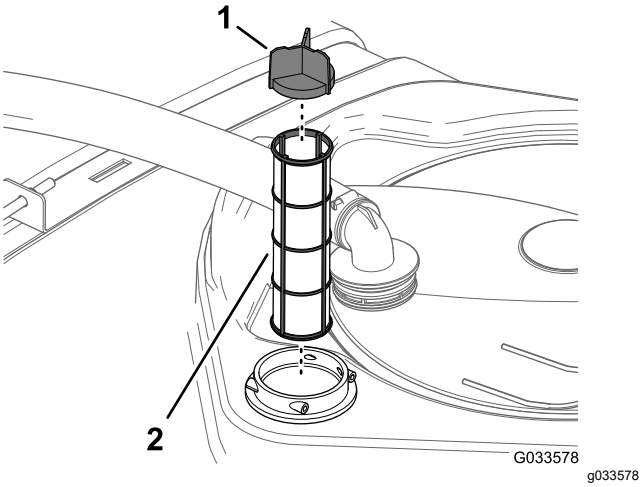

Figura 60
4. Remova o filtro de sucção antigo do compartimento do filtro no tanque (Figura 60).